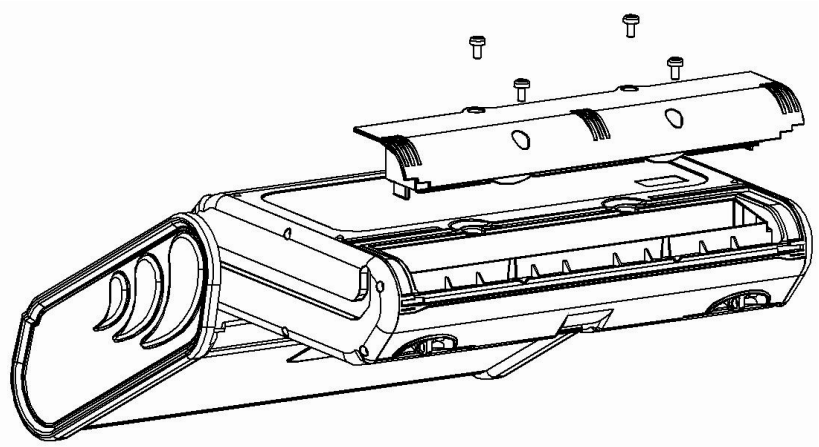

Rys. 6.1. Wymiana pakietu akumulatorów
- odkręcić 4 wkręty mocujące pojemnik na akumulatory (w dolnej części obudowy – **Rys. 6.1**),